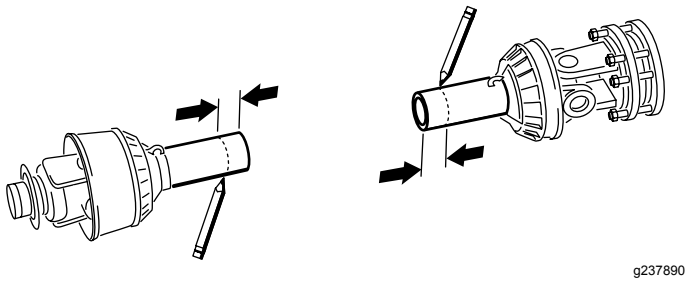
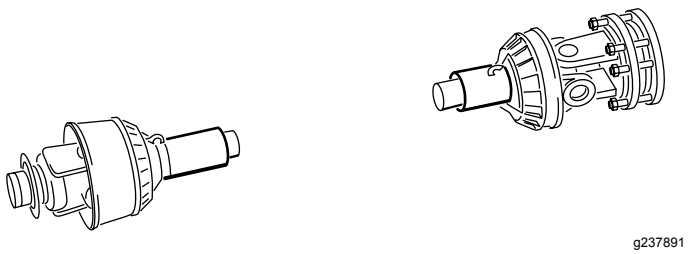

Figur 20
Figur 21
14. Bruk målene fra trinn 11, og finn, marker og kutt av verneplatene, for å få tilgang til rørene (Figur 20 og Figur 21).